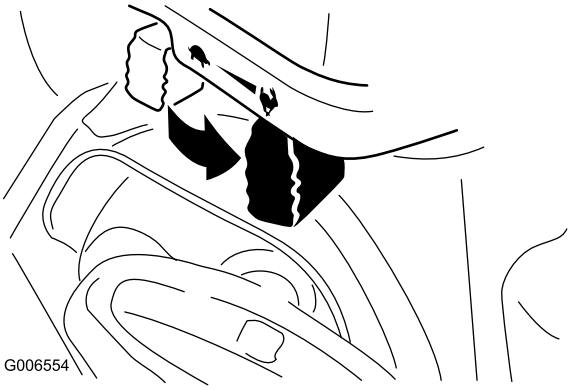

Рисунок 25
6. Переведите дроссельный кран в положение Fast (Быстро) (Рисунок 25).